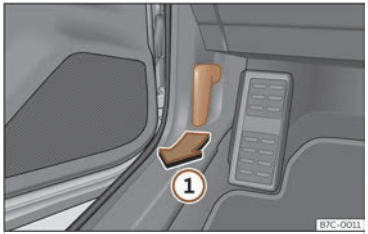

Abb. 198 Entriegelungshebel im Fahrerfußraum.
- Öffnen Sie die Tür und ziehen Sie an dem Hebel unterhalb der Schalttafel ››› **(Abb. 198)** ①.